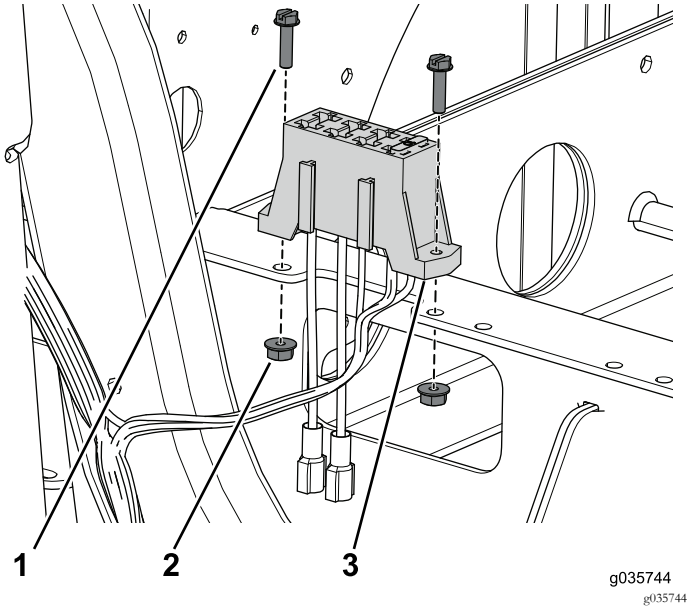

Рисунок 83
3. С помощью двух винтов и гаек прикрепите блок предохранителей к переднему поддону аккумуляторных батарей (Рисунок 83).